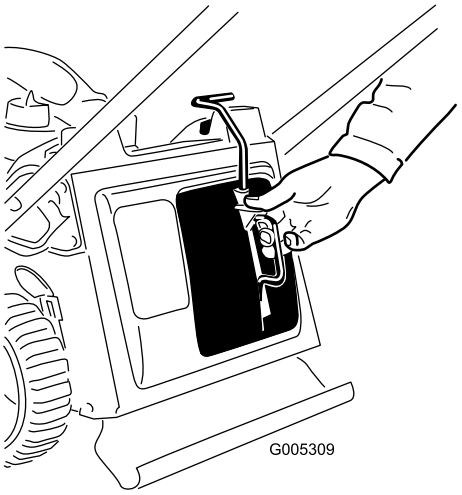
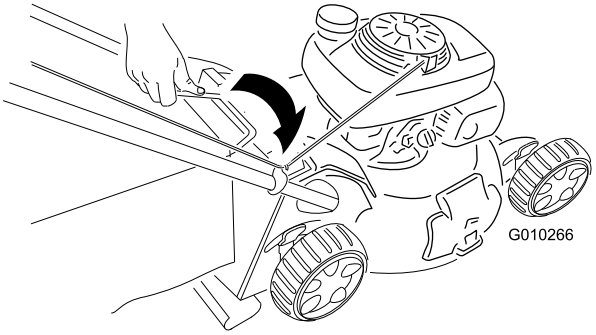

Figuur 19
Figuur 20
1. Plaats de mulchplug (Figuur 19) of de grasvanger (Figuur 20) op de maaimachine.